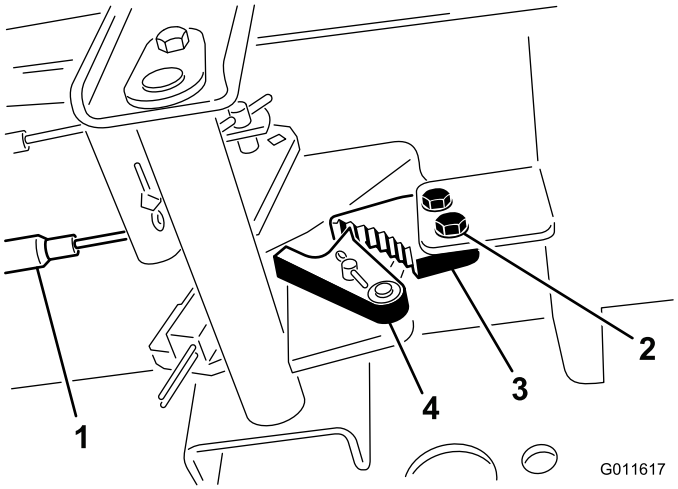

Figura 67
1. Afloje los 2 tornillos que fijan el trinquete del freno de estacionamiento al bastidor (Figura 67).
2. Pise el pedal del freno de estacionamiento hacia adelante hasta que la uña se engancha a fondo en el trinquete del freno (Figura 67).